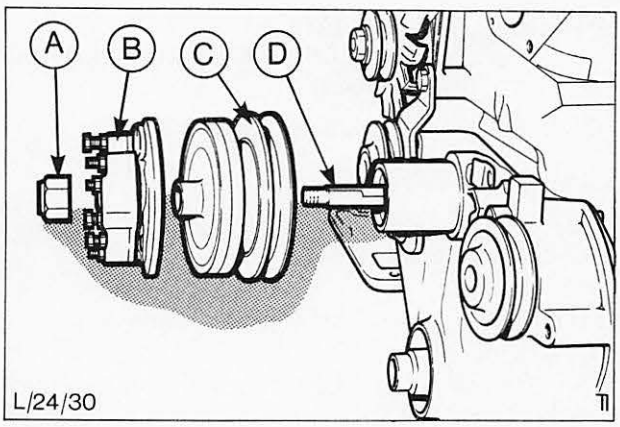

Abb. 20 A = Mutter – Lüfterwelle
6. Lüfterkupplung mit Riemenscheibe anbauen. Hierbei darauf achten, daß die Kohlebürste nicht beschädigt wird. Mutter – Lüfterwelle aufschrauben, Abb. 20. Sicherstellen, daß die Kohlebürste einwandfreien Kontakt auf dem Schleifring hat. Bei zusammengebauter elektromagnetischer Lüfterkupplung muß zwischen den Kupplungshälften ein Spaltmaß von 0,5 mm vorhanden sein; diesen Spalt mit einer Fühllehre nachmessen, Lehre hierzu an mehreren Stellen am Kupplungsumfang zwischen die Kupplungshälften stecken.